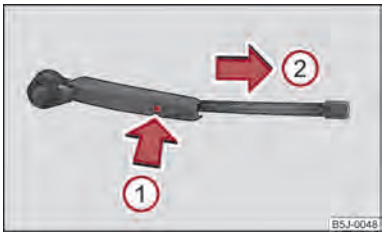

Fig. 35 Spazzola tergilunotto
– Sollevare il braccio portaspazzola dal parabrezza e posizionare la spazzola in posizione perpendicolare rispetto al braccio ⇒fig. 35.
– Con l'altra mano sbloccare il fermo ① ed estrarre la spazzola nella direzione indicata dalla freccia ②.